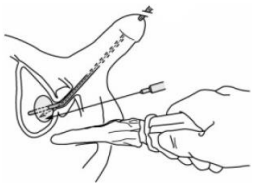

図８
3)男性では超音波ガイド下でバルーンを確認しながら、会陰部(あるいは恥骨上)若しくは、直腸より長針で穿刺し、バルーンを破裂させる(図８)。